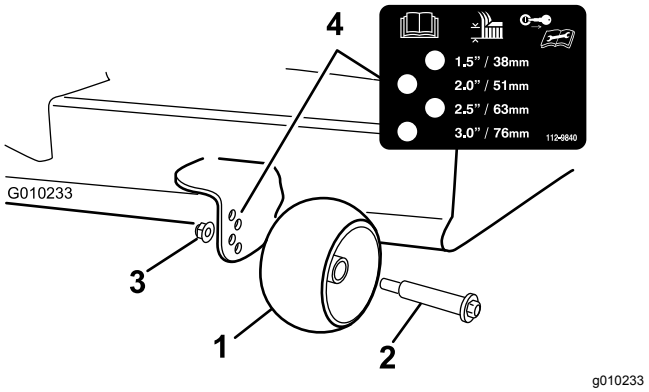

Figur 19
3. Juster antiskalperingsvalsene (Figur 19) for å tilpasse dem den nærmeste klippehøydeposisjonen.